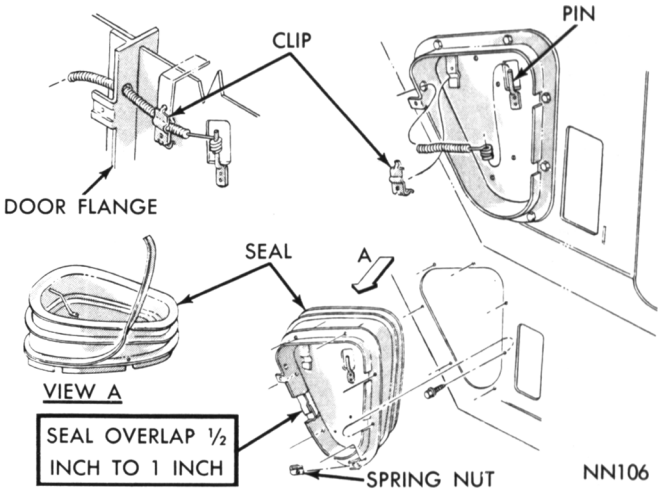

Fig. 3—Side Cowl Fresh Air Vents
The fresh air inlet vent control cable, housing and knob (Fig. 3) is serviced as an assembly. The cable housing shank has two flat edges, indexing with corresponding edges in the panel and is retained on the panel with a nut at the rear. The housing is attached to the vent door bracket with a clip and the coiled cable end is positioned over a pin on the door.
Door adjustment is controlled by the cable housing attachment at the door bracket (Fig. 3). Loosen clip screw attaching the housing to the door bracket and push control cable knob to the fully closed position. Holding vent door closed, pull cable housing slack out of door flange. Tighten clip screw and test operation of cable and door.
Removal (Fig. 3)
(1) Install spring nut to bottom of fresh air door housing, if removed.
(2) Position seal in line with outer edge of housing flange (Fig. 3).
(3) Position fresh air door on cowl side panel, align attaching holes, install attaching screws and tighten progressively.
(4) Insert actuator cable assembly, through hole in door frame flange and install coiled end of cable over pin on door.